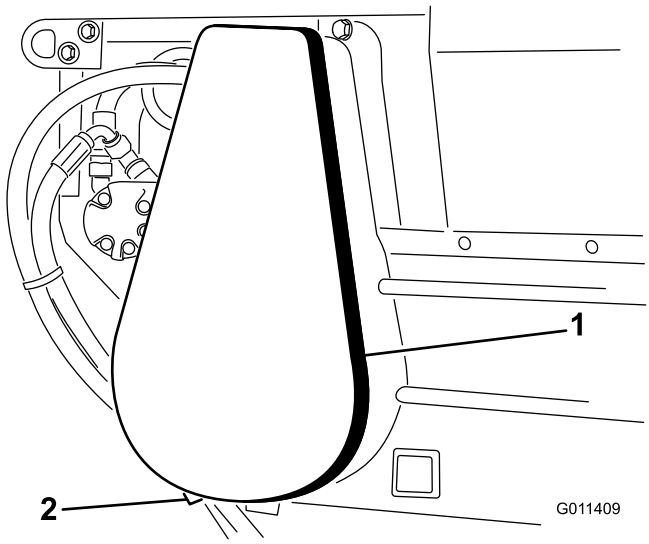

Figur 29
1. Fjern kjededekselenheten og avstandsstykket (Figur 29).